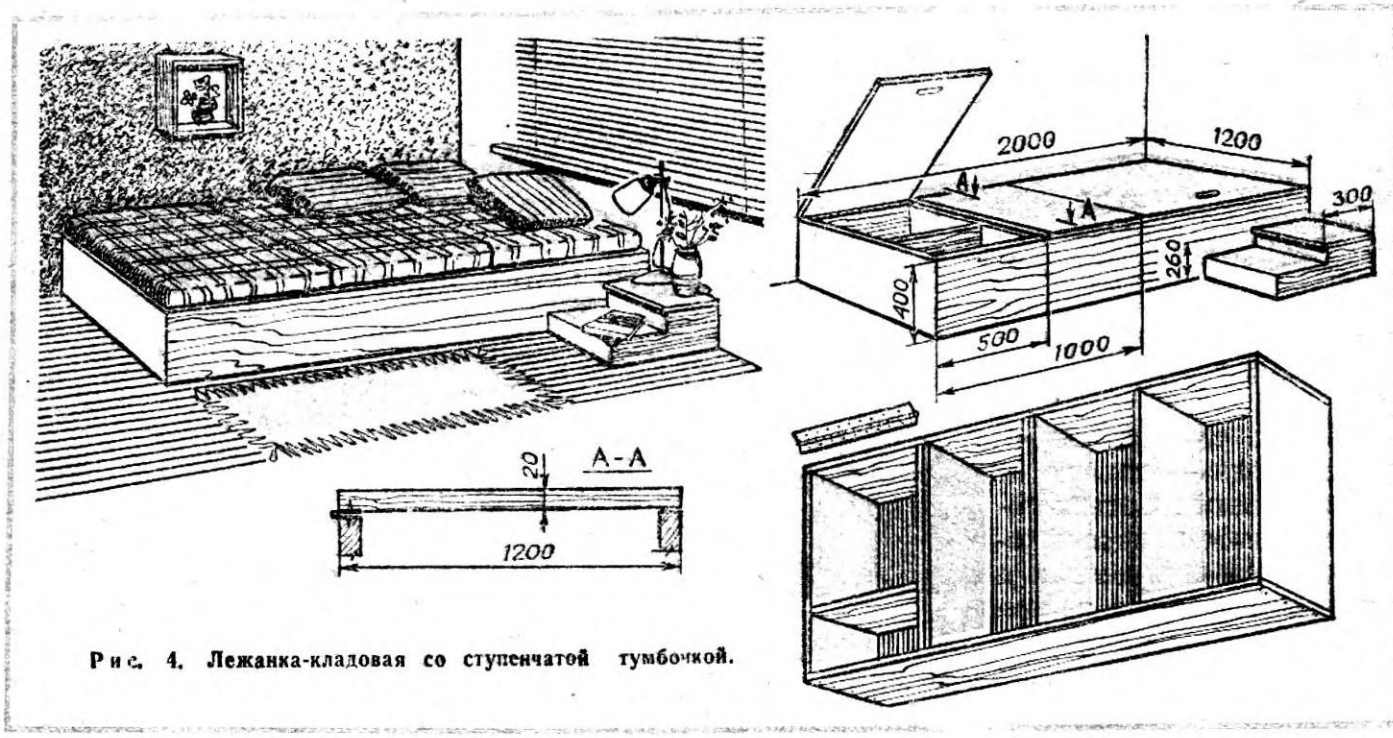

Рис. 4. Лежанка-кладовая со ступенчатой тумбочкой.
У кровати или кушетки с матрацем из съемных поролоновых подушек основание, изготовленное, как правило, из фанеры или оргалита, может быть преобразовано в дверки закрытого горизонтального шкафа (рис. 4) или полностью поднимающуюся крышку. Для этого имеющееся основание лучше снять, заменив его новым, из толстой фанеры (10—12 мм) или древесно-стружечной плиты. В зависимости от самого большого помещаемого сюда предмета решается внутренняя планировка хранилища — большое отделение и меньшие секции, образуемые внутренними перегородками.
**Рис. 4.** Изготовление аэратора: 1 — корпус (из баллончиков пятновыводителя производства ГДР), 2 — патрубок (из корпуса шариковой ручки), 3 — пробка (от медицинского пузырька), 4 — крышка (от баллончика).